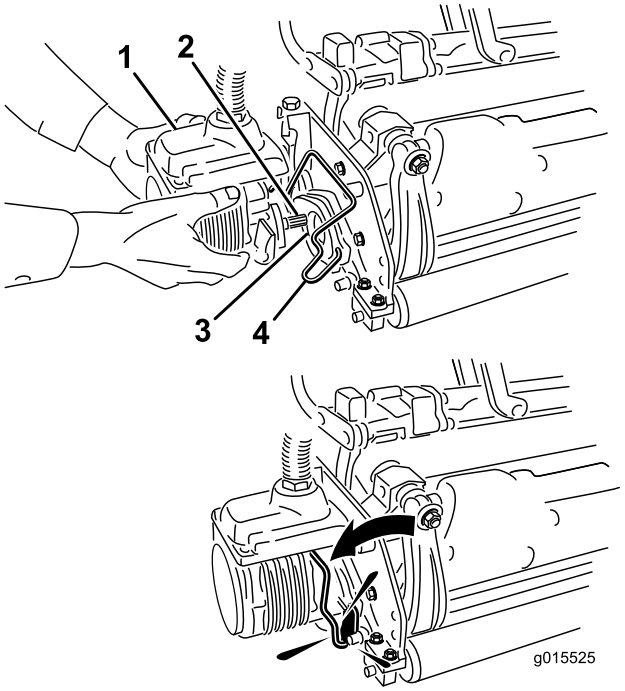

Figur 37
6. Kom rent smørefedt på notakslen på klippeenhedens motor (Figur 37).
7. Sæt motoren ind i klippeenhedens venstre side (set fra førersædet) og træk motorens holdestang på klippeenheden i motorens retning, indtil du hører et "klik" fra begge sider af motoren (Figur 37).